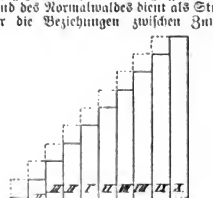

Fig. 144.
Normalwald, ein gedachter Wald von vollkommenster und strengster Nachhaltigkeit (s. d. und Nachhaltbetrieb), wie er in der Fig. 144 schematisch gezeichnet ist. Der Begriff ist wichtig: der Zustand des Normalwaldes dient als Studienobjekt für die Beziehungen zwischen Zuwachs,
b) der jährliche Zuwachs aller dieser Bestände muß auch normal, und zwar so groß sein, wie die punktierten Quadrate in Fig. 144 zeigen, denn sonst wäre es nicht möglich, daß im Laufe eines Jahres der nach dem jeweilig gehaunenen Schlage nächst jüngere Schlag die normale Größe (Masse) erlangen könnte;
Folgerungen aus dem Normalzustande: Nennt man den jährlich an jedem einzelnen Bestande erfolgenden Zuwachs, das punktierte Quadrat in Fig. 144, = Z, die Umtriebszeit = U, so ergiebt sich: